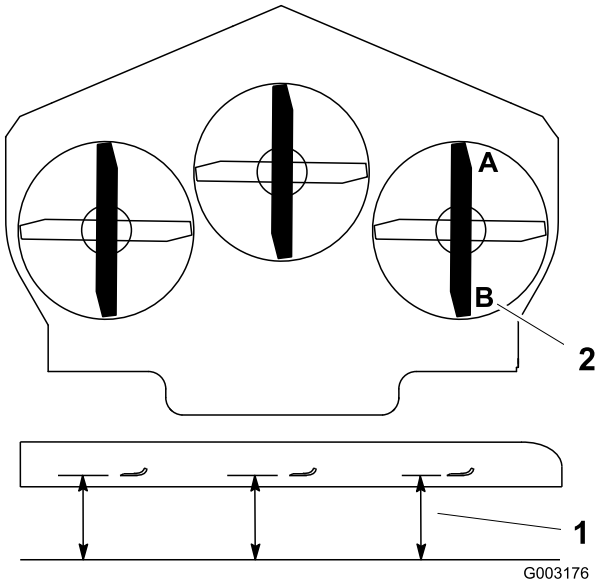

Figur 80
1. Ställ in den högra knivens främre-bakre lutning (Figur 80).
2. Mät den högra kniven vid punkt **A**, från en plan yta till knivens egg (Figur 80).
4. Mät den högra kniven vid punkt **B**, från en plan yta till knivens egg (Figur 80).
6. Gräsklipparkniven ska vara ca 6 till 10 mm lägre vid punkt **A** än punkt **B** (Figur 80). Fortsätt till nästa steg om detta inte är korrekt.